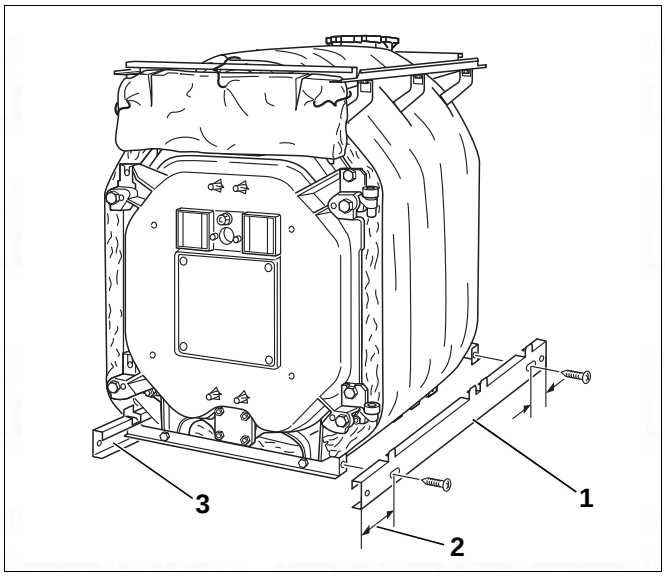

Fig. 47 Mounting the side base rails
- Hook each base rail (Fig. 47, [1] and [3]) with the long projection facing towards the front (Fig. 47, [2]) into the bottom cross bars.